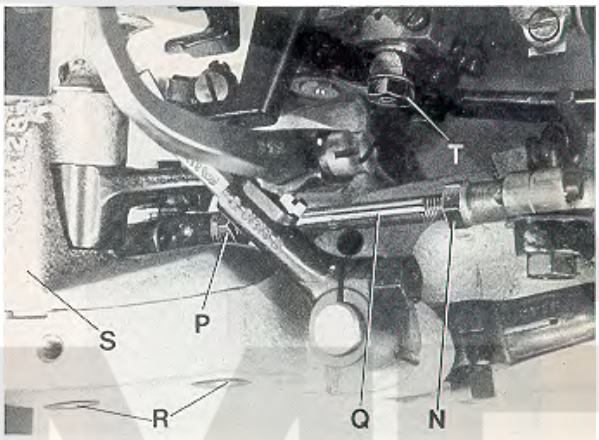

Fig.8
HINT: In case the adjusting possibility of the spreader by means of the two offset flats on the spreader shank is not sufficient, additionally the complete spreader shaft bearing (S, Fig. 8) can be moved slightly up or down when loosening screws (R). Retighten screws.
If an adjustment is necessary, loosen nuts (N and P, Fig. 8) and turn connecting rod (Q) forward or backward as required to obtain the required position.
After this setting recheck the position of the spreader to the left needle, as described above. Reset with connecting rod (Q, Fig. 8) if required and tighten nuts (N and P).
HINWEIS: Sollte die Einstellmöglichkeit des Blindgreifers mit Hilfe der beiden versetzten Befestigungsflächen am Greiferschaft nicht ausreichen, kann nach Lösen der beiden Schrauben (R, Fig. 8) zusätzlich das ganze Greiferachslager (S) etwas nach oben oder unten verschoben werden. Ziehen Sie die beiden Schrauben wieder an.
Wenn eine Einstellung notwendig ist, lösen Sie die Muttern (N und P, Fig. 8) und drehen die Verbindungsstange (Q) vor oder zurück bis die erforderliche Stellung erreicht ist.
Prüfen Sie nach dieser Einstellung nochmals die Stellung des Blindgreifers zur linken Nadel, wie oben beschrieben. Stellen Sie bei Bedarf mit der Verbindungsstange (Q, Fig. 8) nach und ziehen Sie die Muttern (N und P) an.
If an adjustment is required, loosen nut (T, Fig. 8) on the double joint and swing the lower looper lever with lower looper accordingly to the right or left. Retighten nut (T).
Ist eine Einstellung notwendig, lösen Sie die Mutter (T, Fig. 8) am Doppelgelenk und schwenken Sie den Untergreiferhebel mit dem Untergreifer entsprechend nach rechts oder links. Ziehen Sie die Mutter (T) wieder an.